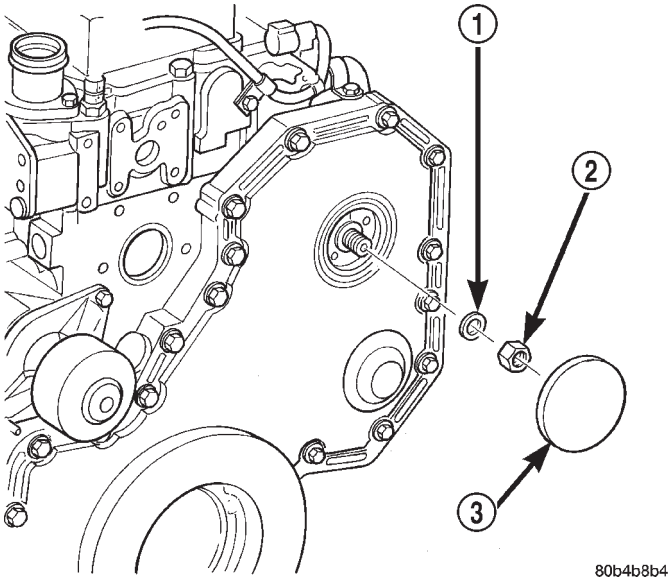

Fig. 27 Injection Pump Gear Nut/Washer
(2) Remove injection pump nut and washer (Fig. 27). Locate keyway behind washer.
(3) Be sure keyway aligning fuel injection pump shaft to injection pump gear is in proper position and pump gear has not slipped on pump shaft.